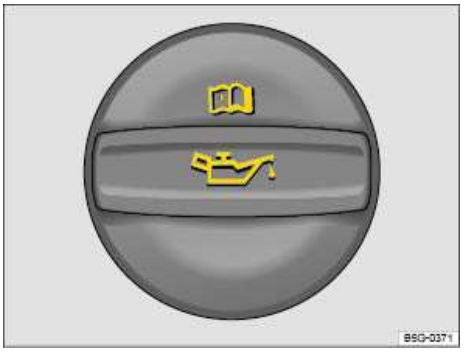

Fig. 143 In the engine compartment: Engine oil filler cap.
4. Find the oil filler opening and the dipstick. You can identify these by the symbol on the engine oil filler cap ⇒ fig. 143 and the colored handle on the dipstick. If you are not sure where the cap and the dipstick are located, see your authorized Volkswagen dealer or authorized Volkswagen Service Facility for assistance.
9. Remove the cap on the engine oil filler opening ⇒ fig. 143.